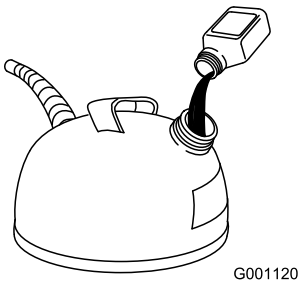

Figur 10
2. Tillsätt tvåtaktsolja till bensinen enligt tabellen nedan (Figur 10):